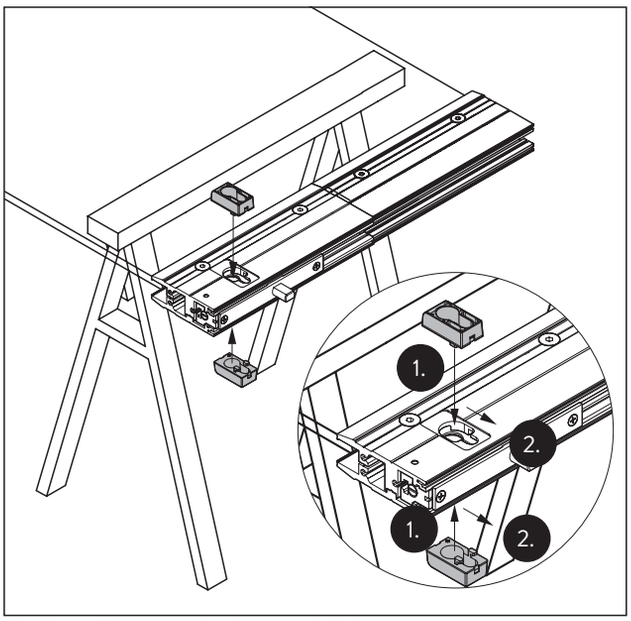

Fig. 10 Fijar y enganchar las rosetas inferiores
4. Encaje las rosetas inferiores en el módulo de la cerradura (Fig. 10/1) y engánchelas en la parte inferior (Fig. 10/2).